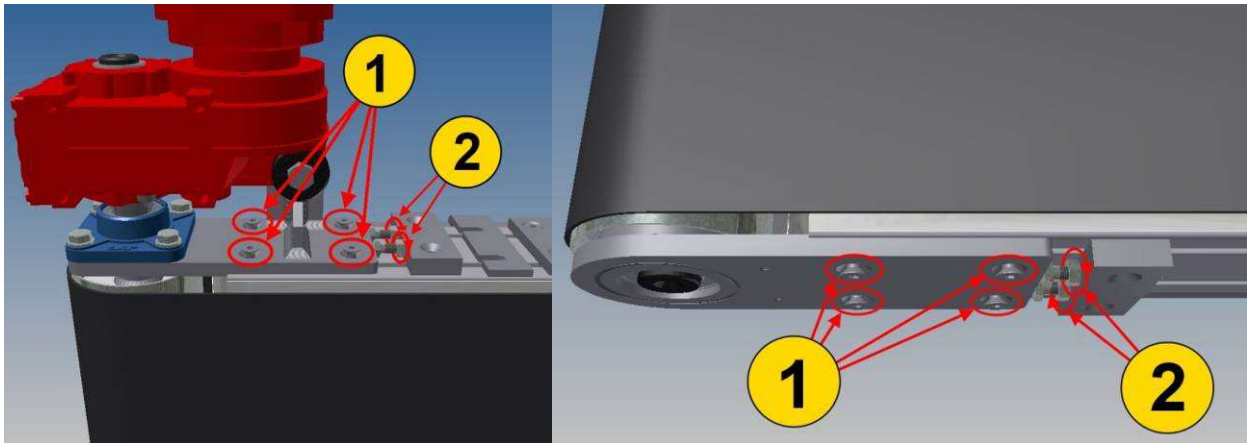

Figura 71: Regolazione del rullo di trazione.
1. allentare le viti di serraggio delle piastre di regolazione (vedi punto 1 in Figura 71);
2. agire sulle viti di regolazione per tendere il tappeto (vedi punto 2 in Figura 71).
4. allentare le viti di regolazione del rullo di trazione (vedere Figura 71) in modo da regolare il rullo sulla posizione più interna, riducendo il più possibile la tensione del tappeto;